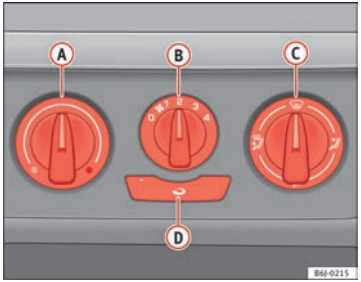

Fig. 91 Heating controls on the dash panel
– Turn the temperature selector (A) ⇒ Fig. 91 anticlockwise.
– Turn blower switch (B) to any of the head settings 1 -4.
– Set the airflow to the desired direction using air distribution control (C).
– Turn the temperature selector (A) ⇒ Fig. 91 clockwise to select the desired temperature.
– Turn the temperature selector (A) ⇒ Fig. 91 clockwise to reach the maximum temperature.
– Turn the blower switch (B) to setting 4.
– Close outlet (3).
– Open and turn outlet (4) towards side windows
– Turn the temperature selector (A) ⇒ Fig. 91 to the heating area. ▶
– Turn blower switch (B) to any of the head settings 2 -3.
– Close outlets (3)
– Open and turn outlets (4) towards side windows.